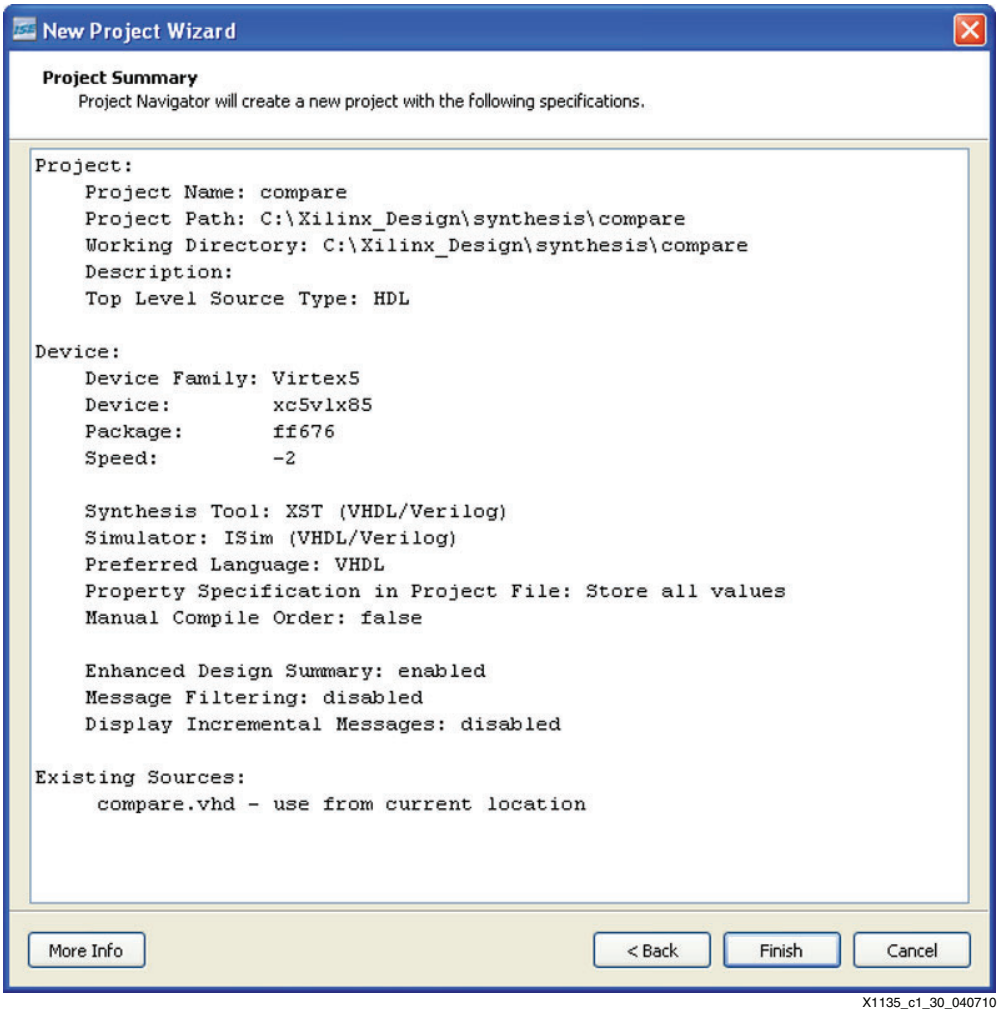

Figure 2-24: **New Project Wizard (Project Summary)**
7. Click **Finish** (see Figure 2-24).